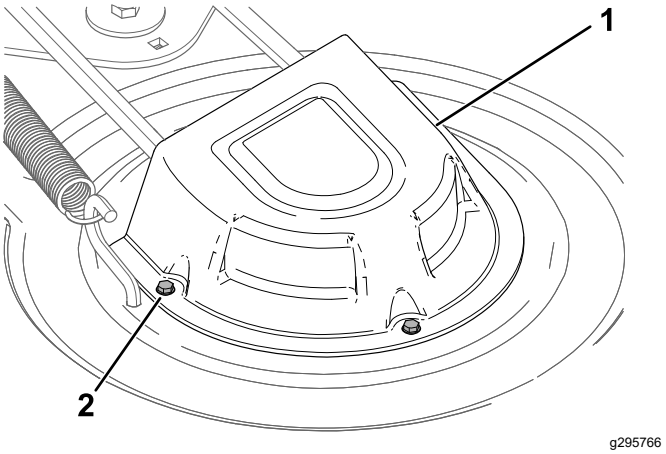

Figur 56
4. Lossa skruvarna och ta bort remskivekåporna (Figur 56).